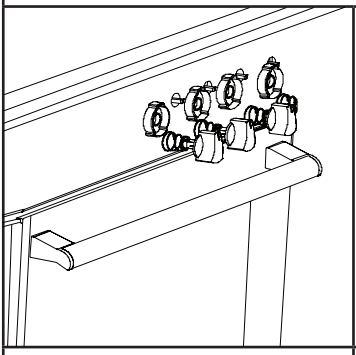

Figura 4
1. Coloque los quemadores de la cocina en posición baja y tire de los mandos de control de la cocina situados en el panel de control (Véase la figura 4).